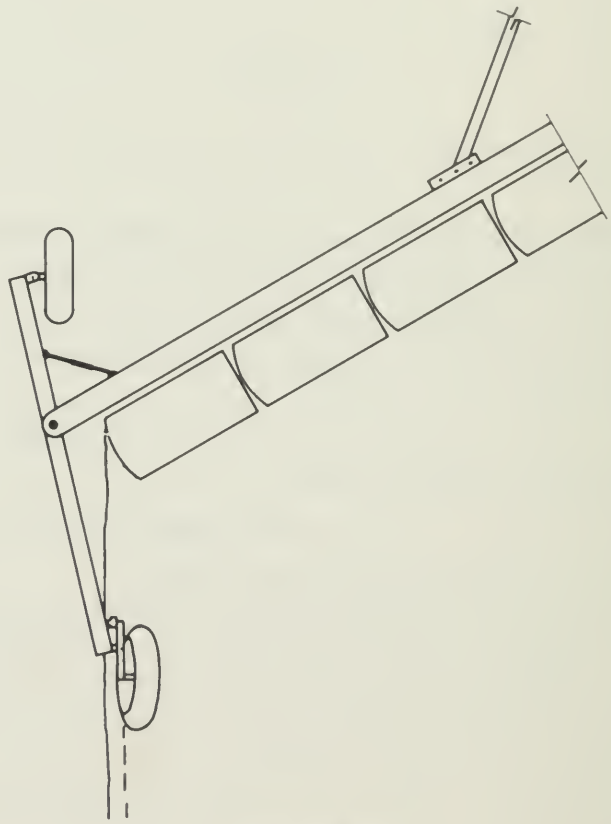

Fig. 10
5. La roue-guide arrière roule sur le terrain travaillé (voir fig. 10).